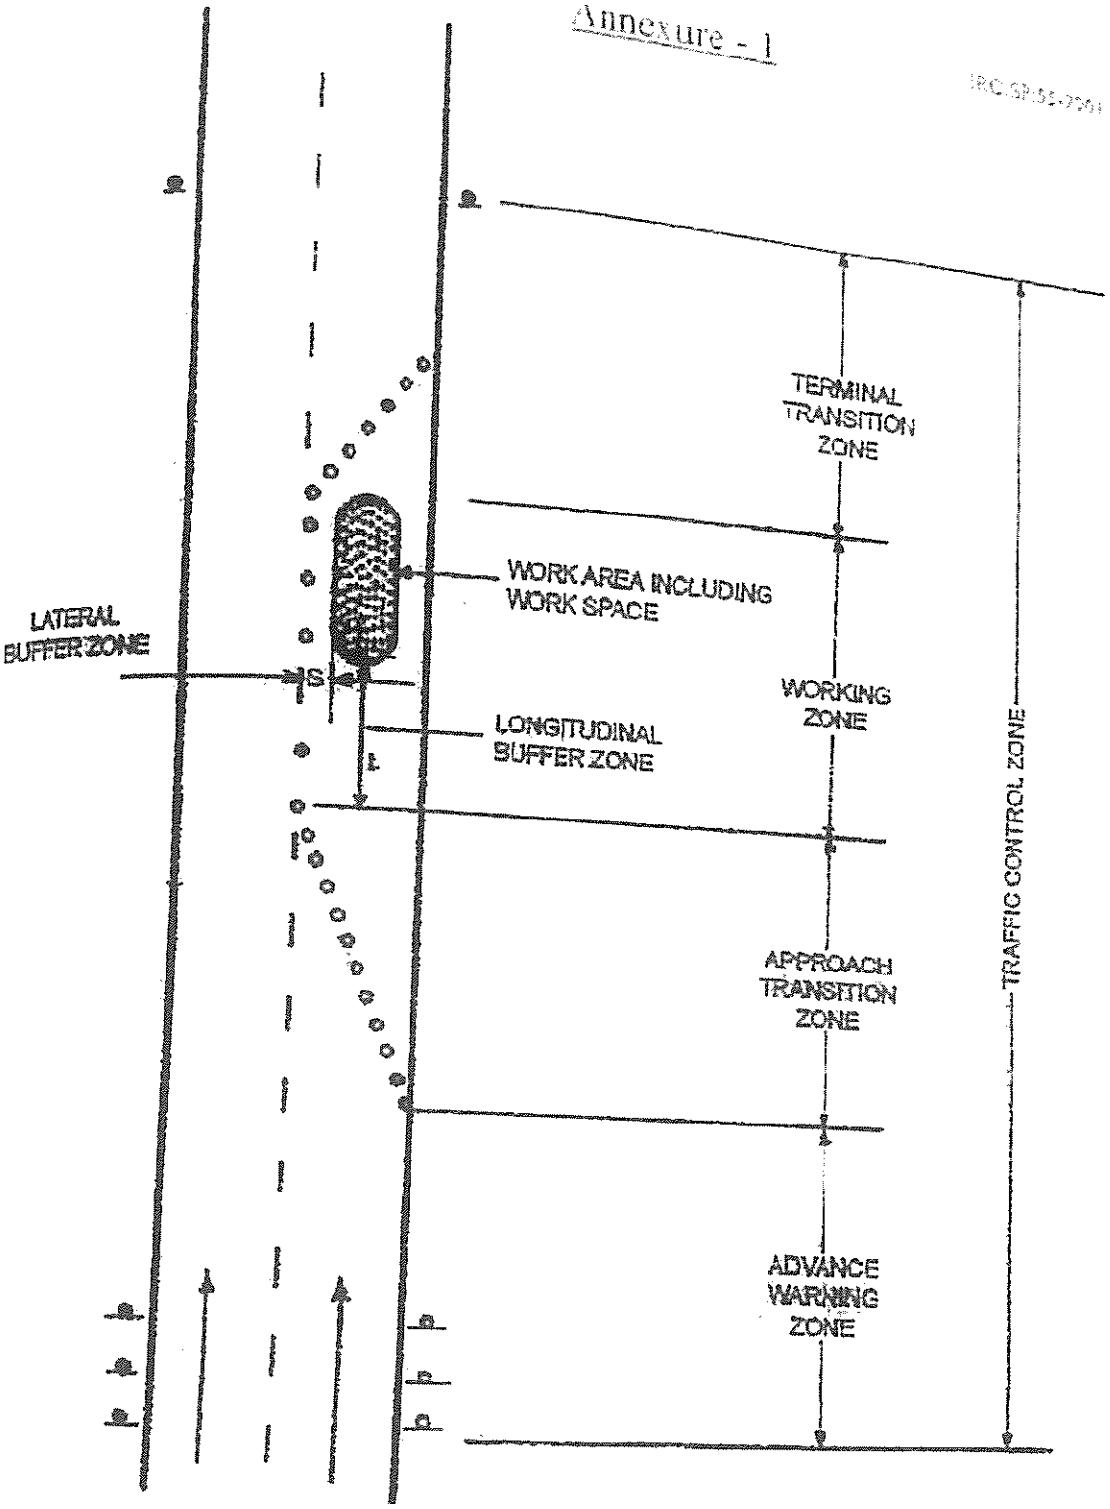

Fig. 2.1. Elements of traffic control zone
(૧) રસ્તાના બાંધકામ / મરામત ની કામગરી દરમ્યાન IRC-SP-55-2001(Guidelines on safety in Road Construction Zones) ની માર્ગ દર્શીકા Fig. 2.1 Elements of Traffic control zone (નકશો સામેલ છે.પરીશીષ્ટ – ૧ મુજબ) જરૂરી માર્ગદર્શન મળી રહે તે માટે રસ્તાની કામગીરી જે લંબાઈમાં થતી હોઈ તેની બન્ને તરફ પુરતી લંબાઈનો ટ્રાફીક કંન્ટ્રોલ ઝોન રાખવામાં આવે તથા આ ઝોનમાં રાખવાના થતાં જુદા – જુદા રીફ્લેક્ટીવ સાઈન્સ બોર્ડ / સાઈનેજ, ટ્રાફિક કોન, નીયત અંતરે રાખવામાં આવે.
(૨) ટ્રાફીક કંન્ટ્રોલ ઝોન માં વાહનો ની સ્પીડના આધારે રાખવાના થતા એડવાન્સ વોર્નીંગઝોન અને ટ્રાન્ઝીશન ઝોન ની લંબાઈ IRC -SP-55-2001, ટેબલ ૨.૬ મુજબ પરીશીષ્ટ – ૨ મુજબ (સામેલ છે.) રાખવી અને ઓછા દ્રશ્ય શ્રાવ્ય અંતરવાળા રસ્તાઓમાં વધારે એડવાન્સ વોર્નીંગ સાઈન્સ વિગેરે રાખી કામગીરી કરવી. આ લંબાઈ કેટલે ટુ કેટલે સ્થળ સ્થિતિ પ્રમાણે અલગ– અલગ રહેશે.